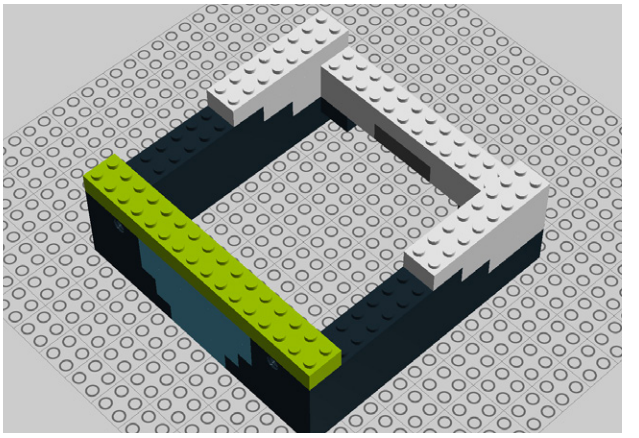

Figure 9-25. *Step 20: Attaching a whole row of translucent bricks*
20. Add two 2x2 and three 2x4 translucent bricks (Figure 9-25).